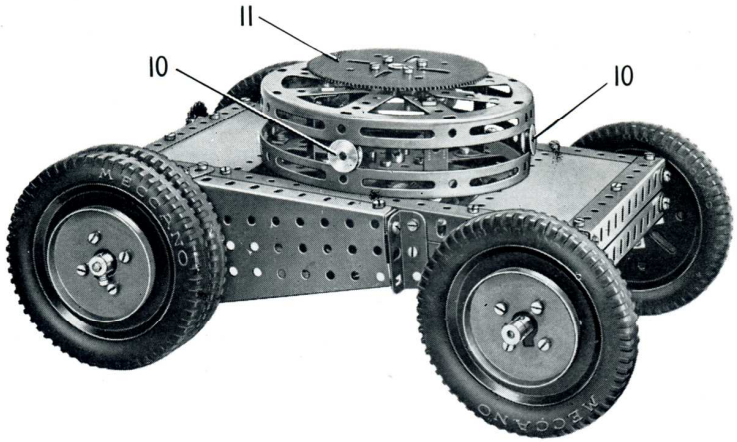
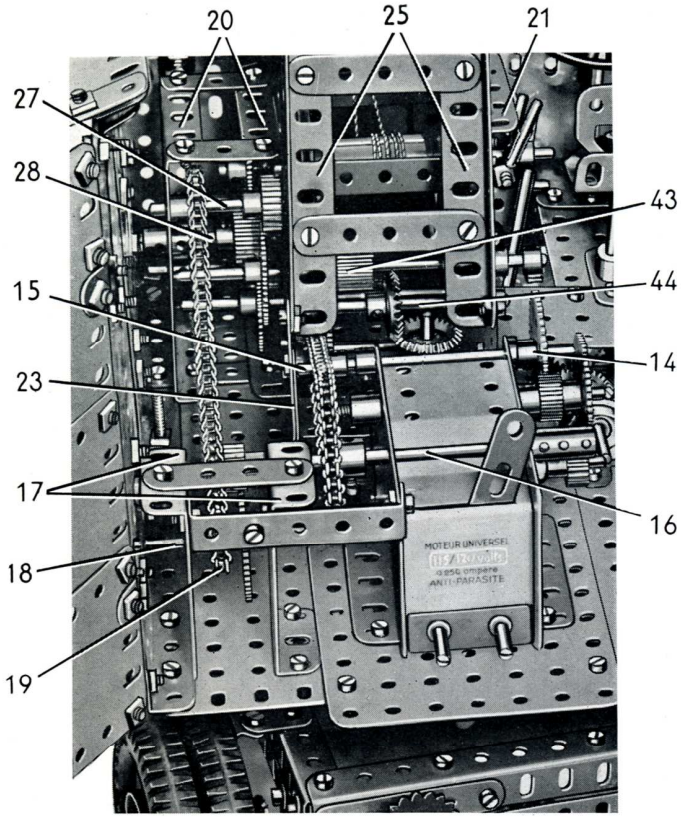
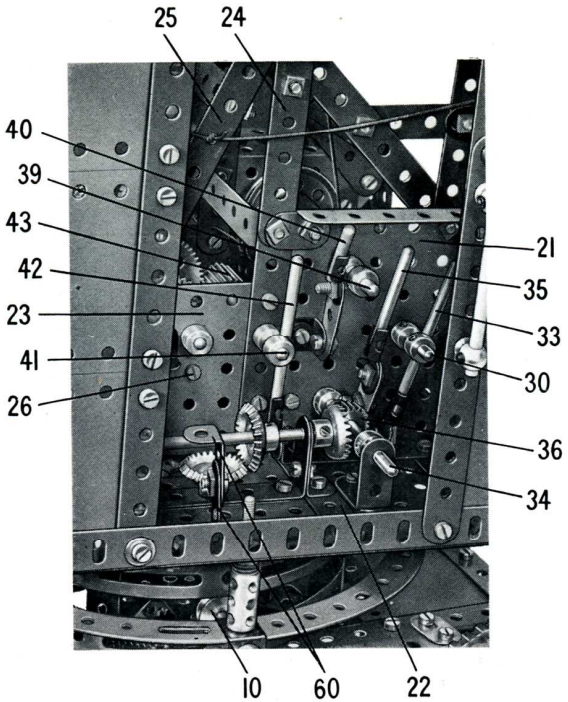

FIG. 4. *Vue de la base mobile*
FIG. 6.
FIG. 11.
Détails du roulement à galets (Fig. 4 et 5)
Le moteur et le train réducteur (Fig. 6 et 7)
(Fig. 6, 7 et 11)
La boîte de vitesses se construit en boulonnant deux plaques à rebords de 9×6 cm. (20) (fig. 6) et une plaque identique (21) sur le plancher de la cabine. Les plaques sont tenues écartées du plancher par une bande de 15 trous dont une extrémité apparaît en (22) (fig. 11). La plaque à rebords (21) et l'une des plaques (22) sont prolongées toutes les deux vers l'arrière par une plaque sans rebord de 6×6 cm. (23), qui est réunie à la plaque à rebords par des supports plats. Une bande de 15 trous verticale (24) (fig. 11) est boulonnée sur le bord avant de chacune des plaques sans rebord (23). Ces bandes sont réunies par une bande coudée de 60×12 mm. comme le montre la fig. 7 et par une pièce identique boulonnée entre les extrémités supérieures des bandes. Les bandes sont entretoisées sur les angles supérieurs arrière des plaques sans rebord (23) par des cornières de 11 trous (25) (fig. 6) et (fig. 7) qui sont réunies par trois bandes de 5 trous (fig. 7).
Une bande coudée de 60×12 mm. est boulonnée entre les plaques sans rebord (23) par des boulons (26) (fig. 11), et une bande coudée de 60×38 mm. sert à relier les plaques sans rebord au plancher de la cabine. Les plaques à rebords (20) (fig. 6) sont réunies l'une à l'autre par deux bandes de 3 trous boulonnées sur leurs rebords supérieurs.
La boîte de vitesses possède trois arbres principaux ; chacun d'eux est une tringle de 5 cm. qui passe dans les plaques à rebords (20) et qui porte une roue de chaîne de 18 dents et un pignon de 25 dents. L'un de ces arbres apparaît en (27) (fig. 6 et 7) et il passe dans les avant-derniers trous du haut des bords arrière des plaques à rebords (20). Cet arbre sert à la marche avant de la pelle et à l'entraînement du tambour de levage de la flèche. Le second arbre principal apparaît en (28) (fig. 6), il passe dans les trous centraux des plaques à rebords (20), et son pignon de 25 dents est fixé au centre de l'arbre, de façon à laisser entre les pignons des arbres (27) et (28) une place pour une roue de 50 dents. L'arbre (28) sert aux marches arrière des 4 mouvements de la boîte de vitesses, et il est maintenu dans ses supports par une bague d'arrêt constituée par l'autre moitié de l'embrayage. Le troisième arbre principal n'apparaît pas clairement sur nos illustrations, mais la place de sa roue de chaîne et de son pignon sont identiques à celles de l'arbre (27). Toutefois, ce troisième arbre passe dans les avant-derniers trous du bas des bords avant des plaques à rebords (20), et il sert à entraîner le mouvement de levage de la pelle et le pivot de la cabine dans un sens. Pour simplifier la description des entraînements du troisième arbre, nous le désignerons sous le nom d'arbre (29), mais ce numéro n'apparaît évidemment pas sur les illustrations.
Une chaîne qui passe sur la roue de chaîne (19) (fig. 7) entraîne la boîte de vitesses. La chaîne passe autour de la roue de chaîne de l'arbre (27) en l'attaquant par-dessus, autour de la roue de chaîne de l'arbre (28) (fig. 6) en l'attaquant par-dessous, et autour de la roue de chaîne du troisième arbre (29) en l'attaquant par-dessus. De la sorte, on est certain que l'arbre (28) tourne en sens opposé à celui des arbres (27) et (29).
L'arbre qui porte le tambour de commande du bras de pelle est une tringle de 13 cm. (30) (fig. 11) qui passe dans les plaques à rebords (20) et (21). Le tambour qui apparaît en (31) sur la fig. 1 est un manchon coincé entre les dents d'une roue de champ de 25 dents et fixé sur la tringle entre cette roue de champ et une poulie de 38 mm. (32). Une corde attachée à la cornière de 15 trous de l'avant de la cabine passe autour de la poulie (32) et est attachée à une courroie de transmission. Cette dernière est légèrement étirée et passée sur une tringle de 9 cm. qui passe dans les trous des bords inférieurs de la plaque à rebords (21) et dans l'une des plaques à rebords (20). Ce système constitue un frein permanent sur l'arbre du tambour d'enroulement (30).
L'arbre (30) porte une roue de 50 dents disposée de façon à pouvoir engrener avec le pignon de l'arbre (28) ou avec le pignon de l'arbre (29). Un levier (33) (fig. 11) permet de faire coulisser la tringle (30) et de faire attaquer la roue dentée par le pignon choisi. Ce levier est une tringle de 6 cm. qui porte un raccord de tringle et bande fixé à l'aide de contre-écrous sur un support double boulonné sur la base de la cabine. Le levier vient s'insérer entre deux bagues d'arrêt montées sur l'arbre (30).
L'entraînement du mouvement de pivot de la pelle est commandé par une roue de 50 dents fixée sur une tringle de 16,5 cm. (34) (fig. 11) qui vient engrener avec l'un ou l'autre pignon des arbres (28) et (29) de la même façon que pour l'arbre (30) dont nous venons de parler. Le mouvement de la tringle (34) est commandé par un levier (35) qui est une tringle de 4 cm. tenue dans un raccord de tringle et bande boulonné sur une bande de 3 trous. Cette bande est fixée à l'aide de contre-écrous sur l'autre rebord du support double qui tient le levier (33). Un boulon de 9,5 mm. fixé dans la bande de 3 trous par deux écrous vient se loger entre une bague d'arrêt et un pignon de 19 dents (36) sur la tringle (34). L'extrémité extérieure de la tringle (34) passe dans une équerre de 25×25 mm. qui est tenue écartée du plancher de la cabine par un support plat.
Le tambour qui commande les mouvements de la flèche qui apparaît en (38) (fig. 1) est constitué par un manchon muni à une extrémité d'un support de cheminée et réuni par son autre extrémité à une poulie de 38 mm. par une équerre. La poulie est fixée sur une tringle de 13 cm. (39) (fig. 11) et elle porte un frein identique à celui de la poulie (32) (fig. 1). La tringle (39) porte une roue de 50 dents qui peut venir en contact avec les pignons des arbres (27) et (28) de la même façon que ce qui s'est passé pour la tringle (30). Le déplacement de la tringle (39) est commandé par un levier (40) (fig. 11) qui est une tringle de 2,5 cm. montée sur un raccord de tringle et bande boulonné sur une bande de trois trous. La tête du boulon vient se loger entre deux bagues d'arrêt sur la tringle (39), et la bande est fixée à l'aide de contre-écrous sur une équerre boulonnée sur la plaque à rebords (21).
Le déplacement de la pelle mécanique s'obtient en faisant coulisser une tringle de 13 cm. (41) (fig. 11) de façon à amener une roue de 50 dents en contact avec le pignon de l'arbre (27) ou de l'arbre (28) (fig. 6). Le déplacement de la tringle est commandé par un levier (42) (fig. 11) qui est une tringle de 6 cm. montée dans un raccord de tringle et bande. Ce levier vient se loger entre deux bagues d'arrêt sur la tringle (41), et le raccord de tringle et bande est fixé à l'aide de contre-écrous sur une équerre boulonnée sur le plancher de la cabine. La tringle (41) porte un pignon de 19 dents et de 19 mm. de largeur (43) qui entraîne une roue de 57 dents montée sur une tringle de 6 cm. (44) (fig. 6 et 7). Un pignon d'angle de 26 dents monté sur la tringle (44) engrène avec un pignon d'angle identique monté sur une tringle verticale qui passe dans le plancher de la cabine et dans la bande coudée tenue par les boulons (26). La tringle verticale tourne dans la roue (11) (fig. 4 et 5) et dans le centre du roulement à galets, et elle porte à son extrémité inférieure un pignon d'angle de 26 dents (45) (fig. 2) qui entraîne le pignon d'angle (3) de la base mobile.
Le devant de la cabine se construit à l'aide d'une plaque flexible de 9×6 cm. et de bandes comme le montre la figure 1. La fenêtre latérale est formée par une bande de 7 trous à l'avant réunie à l'extrémité supérieure de l'une des bandes (24) (fig. 11) par deux bandes de 4 trous. Une bande de 9 trous (53) est boulonnée en diagonale au travers de la fenêtre et elle est reliée à la bande de 7 trous par une bande de 4 trous placée horizontalement. Une bande coudée de 60×12 mm. est boulonnée entre la bande (53) et une bande identique de l'autre côté. Le toit situé au-dessus du poste de contrôle est formé de deux plaques flexibles de 6×4 cm. tenues par des équerres.
La partie inférieure de l'autre partie de l'avant de la cabine est constituée par deux bandes de 7 trous verticales réunies à leurs extrémités supérieures par une bande de 4 trous, et réunies au côté de la cabine par une équerre. Une plaque flexible de 6×4 cm. est fixée sur l'une des bandes de 7 trous. Deux plaques flexibles de 6×4 cm. (54) (fig. 1) sont réunies par une poutrelle plate de 4 trous et par une bande de 4 trous, et l'ensemble est fixé sur la partie inférieure de l'avant de la cabine par une équerre à 135°. Deux autres plaques flexibles de 6×4 cm. (55) sont réunies au côté de la cabine et à l'une des bandes (24) (fig. 11) par des équerres, et elles sont réunies aux plaques (54) par des équerres à 135°. Le devant se complète par deux bandes incurvées de 14 cm. qui se recouvrent sur 7 trous.
Le siège du conducteur apparaît séparé de la cabine sur la figure 9. Il est relié au côté de la cabine par une équerre de 26×12 mm. (59), et il est tenu par deux équerres de 26×12 mm. (60) (fig. 11) boulonnées ensemble comme le montre la figure.